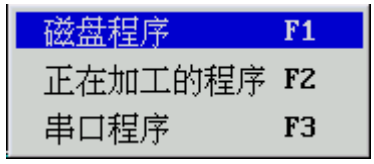

图 5.1.1 选择编辑程序
在编辑功能子菜单下（图 5.0.1）按 F2 键，将弹出如图 5.1.1 所示的“选择编辑程序”菜单。
(1) 在“选择编辑程序”菜单(图 5.1.1)中，用▲、▼选中“磁盘程序”选项（或直接按快捷键 F1，下同）；
(1) 在“选择编辑程序”菜单(图 5.1.1)中，用▲、▼选中“串口程序”选项；
(2) 按 Enter 键，系统提示“正在和发送串口数据的计算机联络”；
(1) 在“选择编辑程序”菜单(图 5.1.1)中，用▲、▼选中“正在加工的程序”选项；
(1) 在“选择编辑程序”菜单(图 5.1.1)中，用▲、▼选中“磁盘程序”选项；